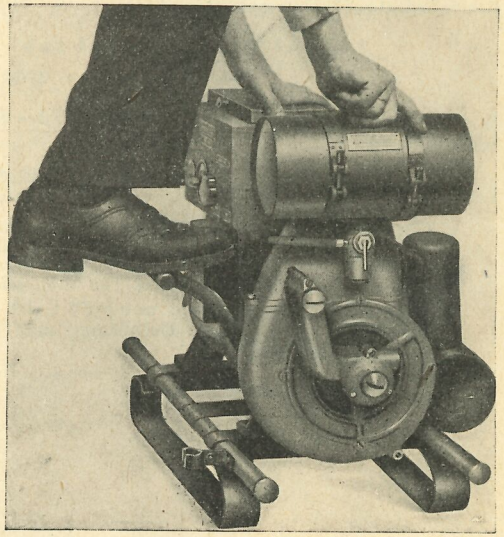

Bild 23
g) Motor durch kräftigen Zug am Anwerfgurt oder Starterhebel anwerfen. Das Anwerfen muß ruckartig erfolgen. Der Gurt darf nicht an einer festen Schlaufe in der Hand gehalten werden, sondern muß als Griff einen Knebel besitzen, der sich leicht aus der Hand lösen läßt. Bei Handhebelstartern ist das Startersegment gefühlvoll in das Ritzel einzuführen. Nach dem Anlaufen des Motors ist bei Leerlaufdrehzahl der Handhebel in seiner ursprünglichen Ruhestellung einzurasten. Bei Fußhebelstartern ist das Startersegment ebenfalls gefühlvoll in das Ritzel einzuspuren. Durch kräftigen Tritt auf den Starterhebel ist der Motor anzuwerfen. Der Fußhebelstarter wird nicht wieder nach oben geführt, sondern bleibt nach dem Anspringen des Motors in seiner unteren Stellung in der Federspange eingerastet (Bild 23).